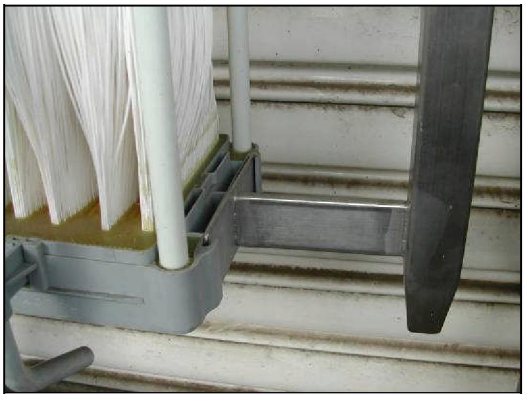

Figura 3: Braccio guida e alette sulla parte inferiore del modulo.
14. Iniziare a caricare il modulo sulla testata rack dall'estremità del braccio guida. L'orientamento del modulo dovrebbe avere le alette posizionate sulla parte inferiore del modulo innestate nella placca del braccio guida. (Vedere Figura 3.)